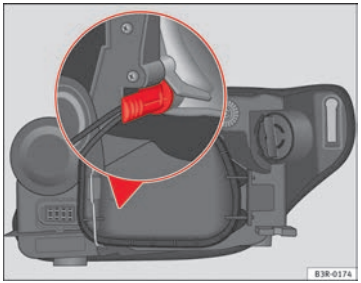

Fig. 212 Side lights. Bulb holder grip in vertical position
– Insert the bulb into the socket so that the side of the bulb holder grip is vertical ⇒ fig. 212 and press on it.